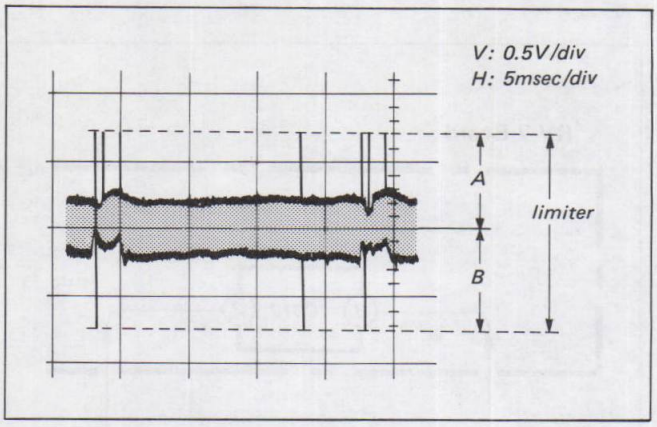

Fig. 5-41. Y COM adjustment
(1) Play back the colour bar signal from the alignment tape.
(2) Connect the oscilloscope to pin 8 of IC002.
(3) Adjust RV001 so that the level of A and B are equal. (See Fig. 5-41.)